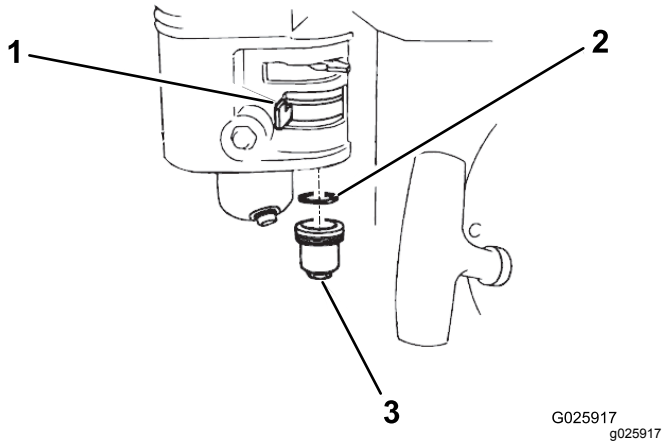

Rysunek 34
1. Ustaw zawór odcięcia paliwa w pozycji OFF, następnie zdemontuj miskę osadową paliwa i pierścień uszczelniający typu O (Rysunek 34).